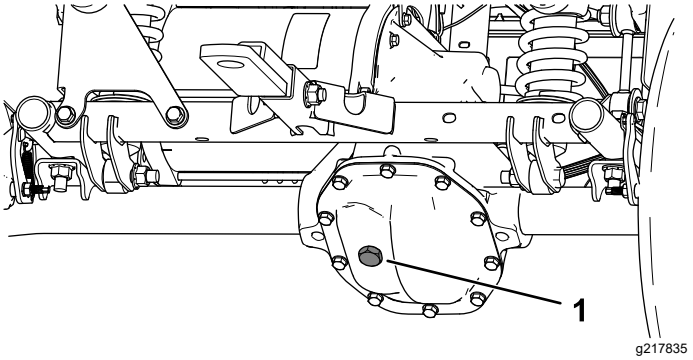

Figuur 49
4. Verwijder de vulplug op de transaxle (Figuur 49).
5. Als het vloeistofpeil te laag is, verwijder dan de vulplug en vul bij met de aanbevolen vloeistof tot deze uit de opening stroomt (Figuur 49).
4. Verwijder de vulplug op de transaxle en vul de transaxle met de aanbevolen vloeistof tot deze uit het gat loopt (Figuur 49).